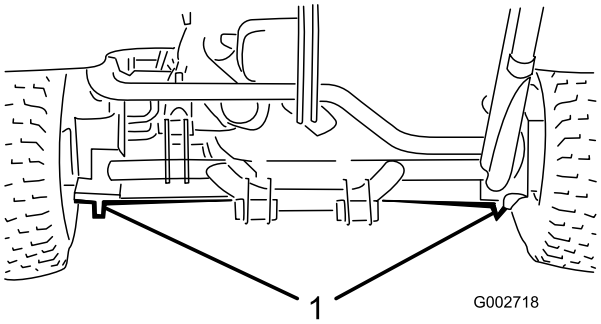

**Figur 19**
- Venstre eller højre side – under baghjulsmotoren eller stellet (Figur 19).